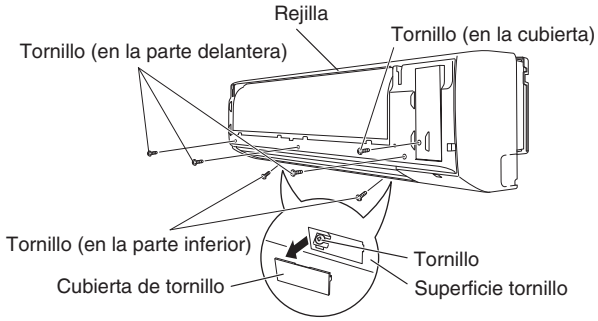

Fig. 3-13
(3) Quite los tres tornillos que se encuentran en la parte delantero de la unidad y quite las cubiertas de los tornillos que se encuentran en la superficie inferior. A continuación, extraiga los 2 tornillos. (Fig. 3-13)
(4) Extraiga el tornillo de la placa de la cubierta derecha y quite la cubierta. (Fig. 3-13)